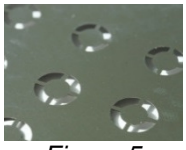

Figure 5
- The solder stencil (Fig. 5) should be designed as recommended on the **REDCUBE** SMD datasheet. The drill holes in the circuit board must be covered by the stencil, such that no solder flows into the holes.